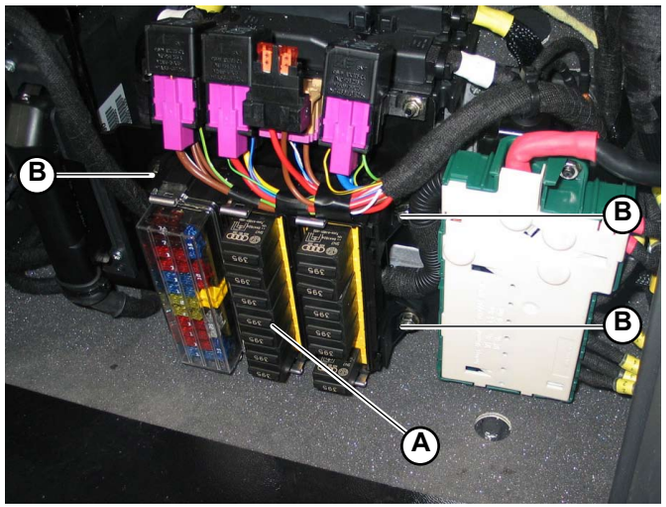

Fig.3
1. Connect fuse box no. 3 (**A-Fig.3**) to the fixing bracket by acting on the 4 side fixing screws (**B-Fig.3**).